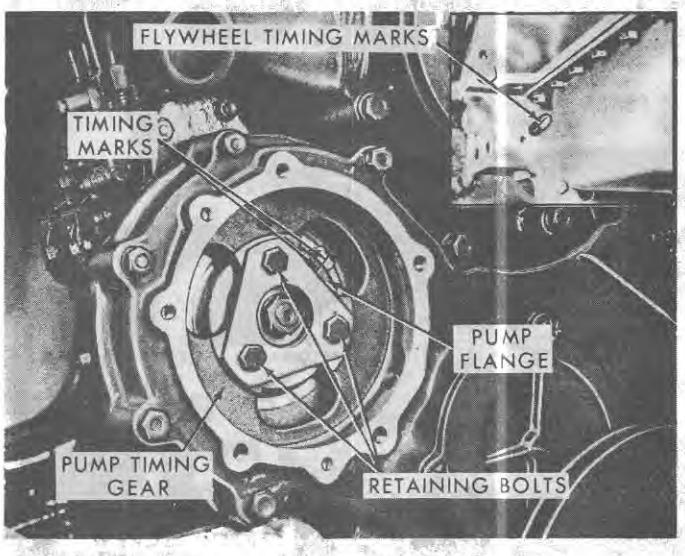

Figure 20
1. Remove the flywheel inspection cover at the right rear of the engine. Rotate the engine until the No. 1 piston is on its compression stroke, and the 19° btdc mark on the flywheel is aligned with the timing mark in the inspection window, Insert, Figure 20.
plate from the front of the engine timing cover and check that the pump timing marks are aligned, Figure 20.